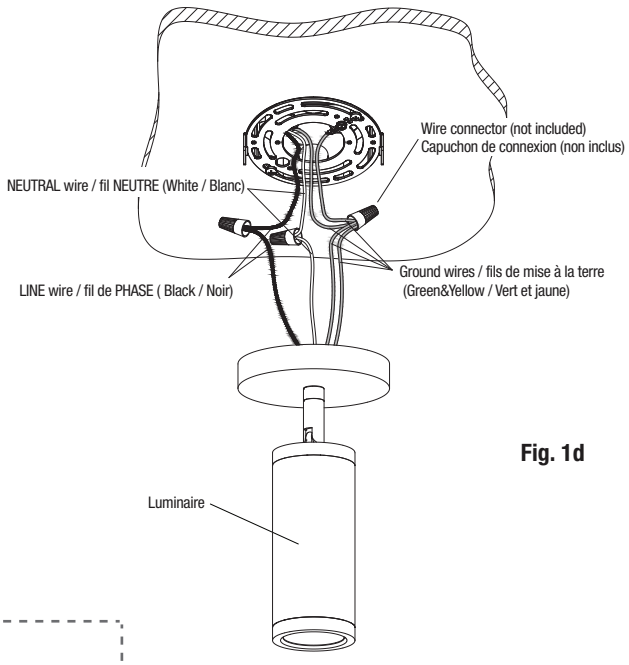

**Fig. 1d**
6. Effectuer les connexions électriques entre le luminaire et les fils de la boîte de jonction comme indiqué sur la Fig. 1d. Pousser les fils dans la boîte de jonction par le trou central de la plaque adaptateur à débouchures universelles.